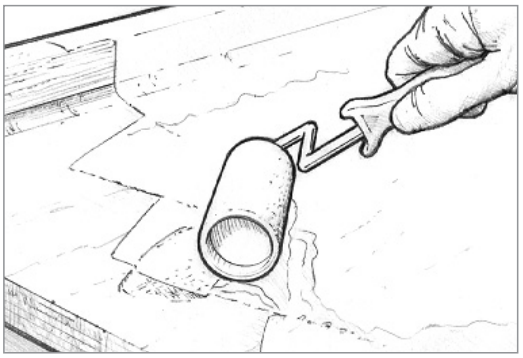

Figure 6-8 *Wet out porous surfaces before applying thickened fairing compound.*
2. Wet out porous surfaces with unthickened epoxy *(Figure 6-8)*.